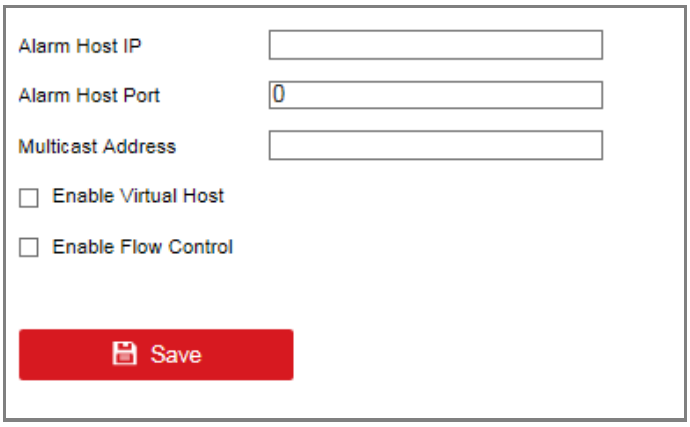

Figure 11-22 Advanced Settings Interface
Step 1 Enter the Advanced settings interface, as shown in the Figure 11-22.